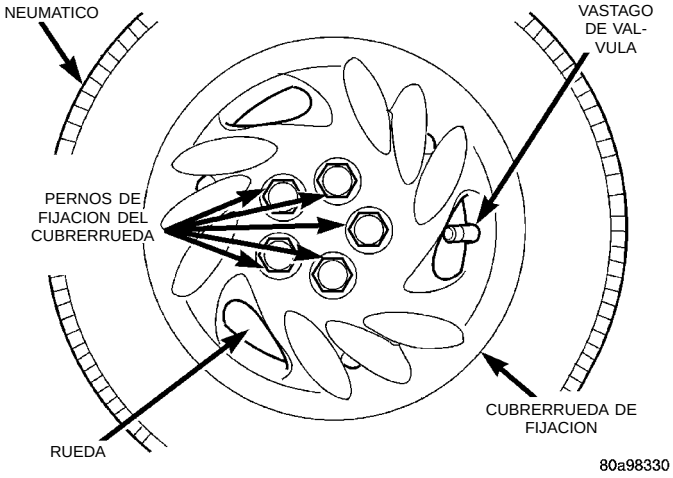

Fig. 12 Tuercas de fijación del cubrerrueda
NOTA: Al desenroscar las tuercas de retención del cubrerrueda (Fig. 12) de las tuercas de la rueda, se recomienda el uso de una llave de mano, y no de una llave neumática. El uso de una llave neumática podría provocar daños en las tuercas de retención del cubrerrueda.
(1) Desenrosque las 5 tuercas (Fig. 12) que fijan el cubrerrueda en las tuercas de la rueda.
(3) Alinee la muesca de válvula del cubrerrueda con el vástago de válvula de la rueda (Fig. 12). Alinee las tuercas de retención del cubrerrueda con las tuercas de la rueda roscadas externamente.
(4) Comience a enroscar a mano cada una de las 5 tuercas de retención del cubrerrueda en las tuercas de la rueda roscadas externamente.